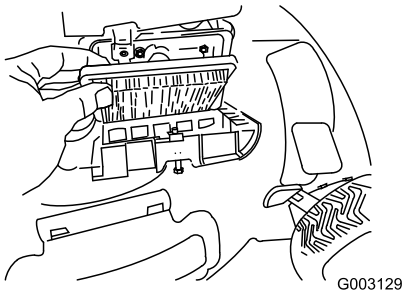

Figur 36
4. Sätt tillbaka skyddet (Figur 36).